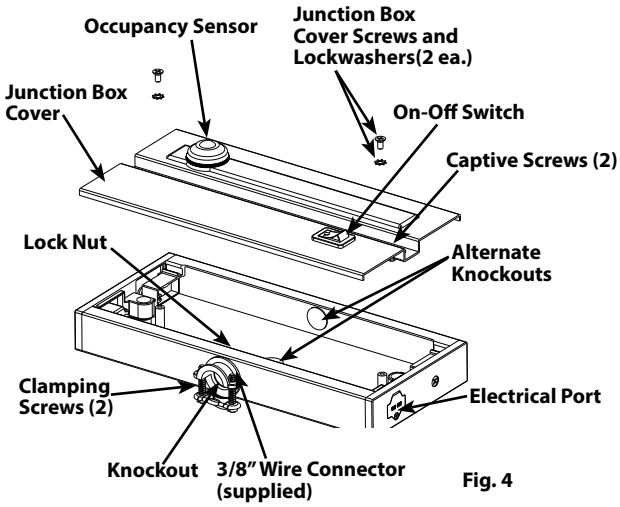
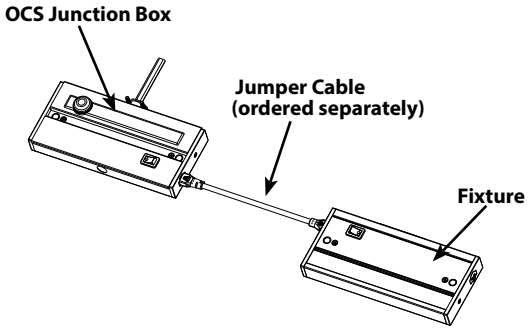

Fig. 4
Fig. 5
1. Remove **Junction Box Cover Screws** (2) and remove **Cover**. Save **Screws** and **Lockwashers** (see Fig. 4)
4. Secure **3/8" Wire Connector** to **Junction Box** by tightening the **Locknut** then tightening **Clamping Crews**(2) on electrical connector fitting securely.
6. Secure **Junction Box** to mounting surface using (2) **Captive Screws** (supplied), be careful not to drive screws all the way through the cabinet bottom. Use shorter screws if neccessary (supplied by others).
8. Follow installation instructions provided with undercabinet light fixture for mounting and connector options (Fig. 5).